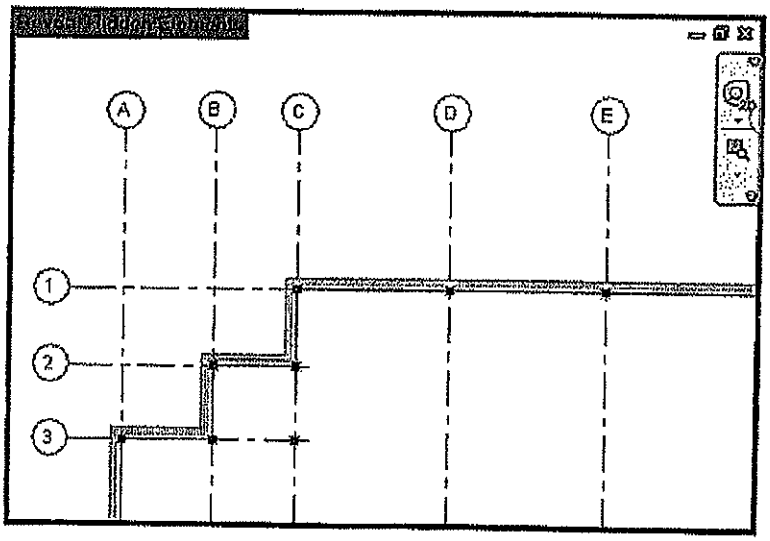

Figure 2–50
- To see the elements or category again, in the View Control Bar, click (Reveal Hidden Elements). The border and any hidden elements are displayed in magenta, while visible elements in the view are grayed out, as shown in Figure 2–50. Select the hidden elements you want to restore, right-click, and select **Unhide in View>Elements** or **Category**, or in the Reveal Hidden Elements contextual panel, click (Unhide Element) or (Unhide Category).